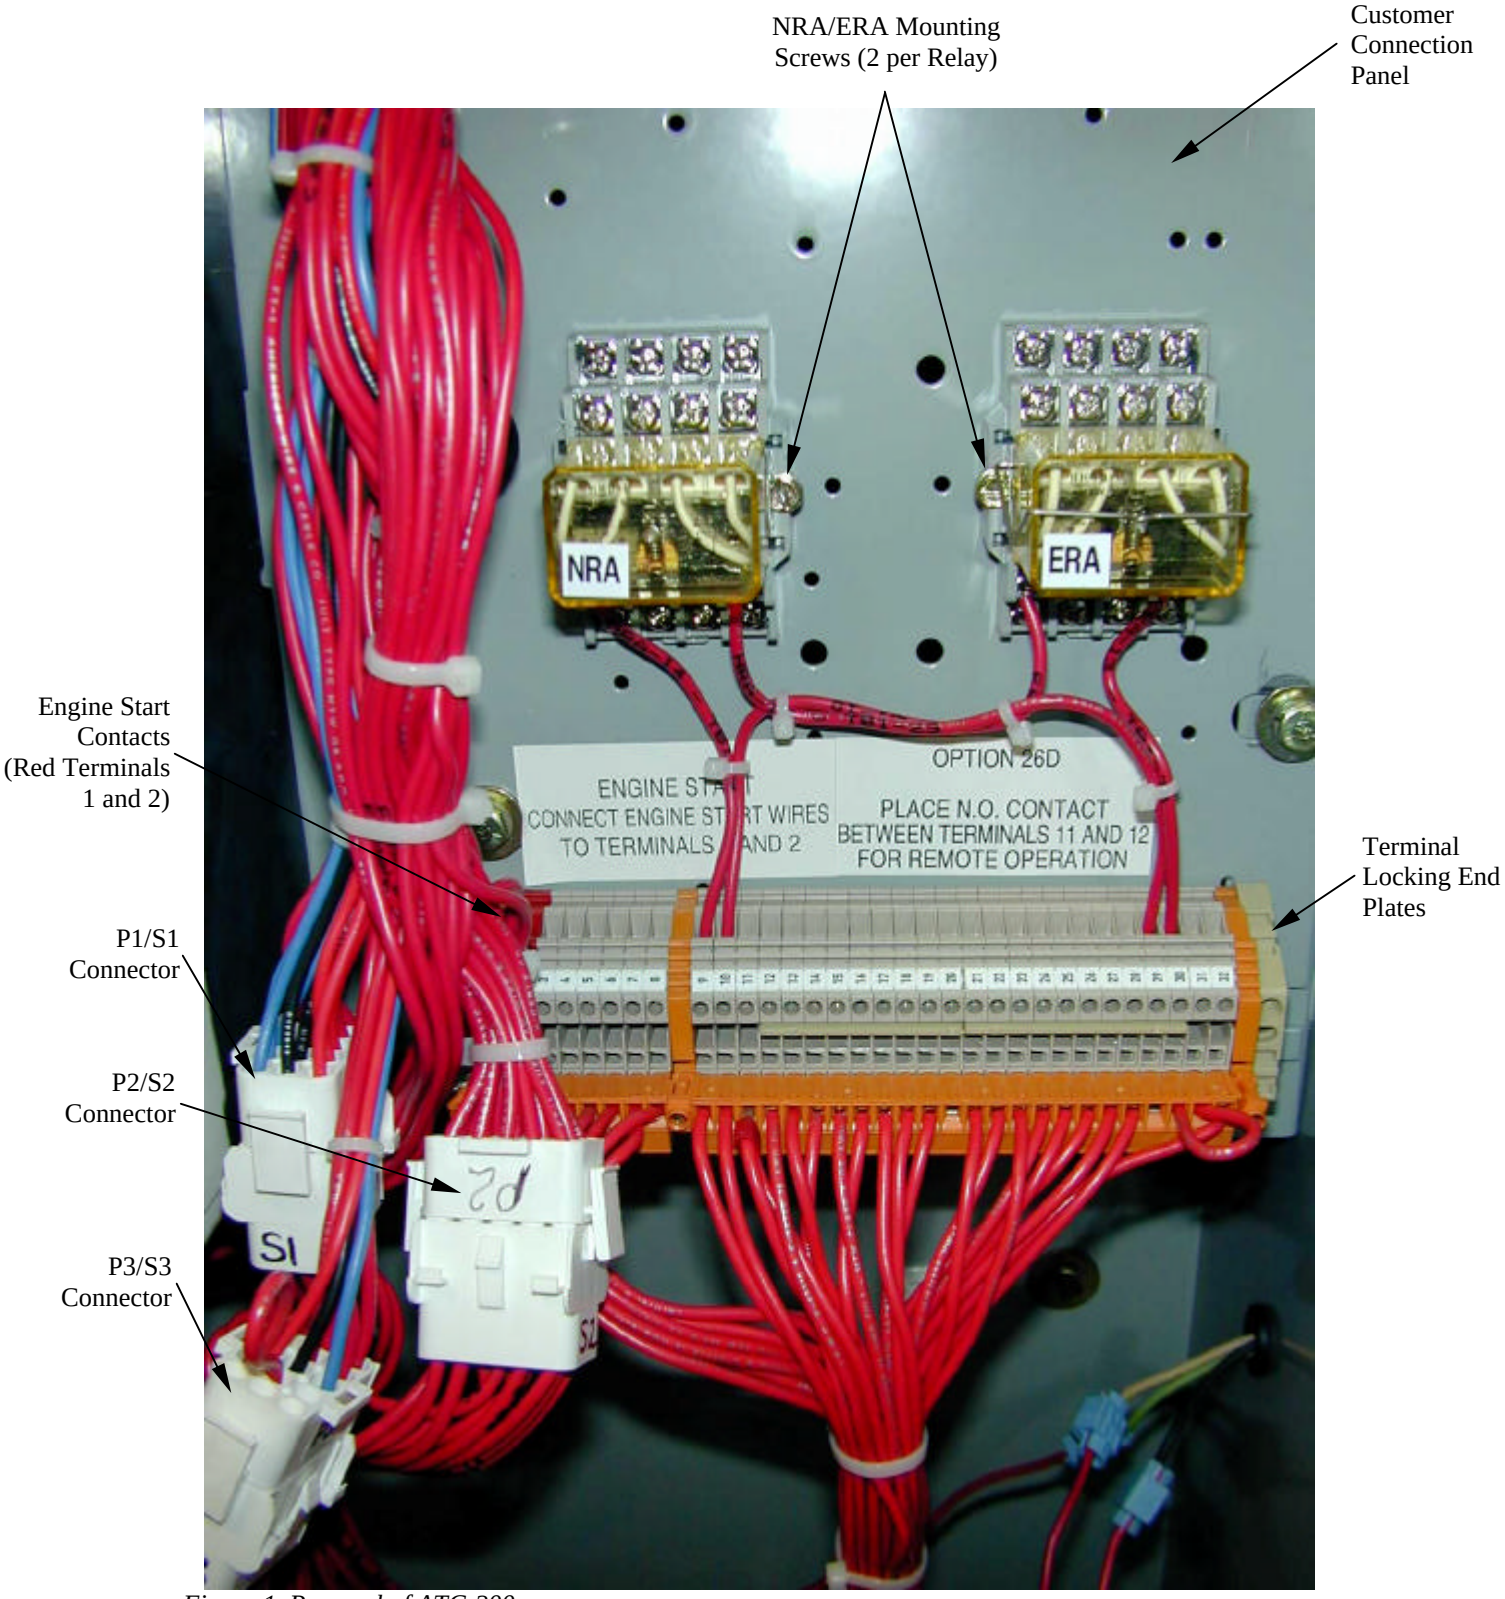

Figure 1, Removal of ATC-200
Step 5: Remove the four-(4) connectors from the back if the ATC-200 controller.
Step 6: Remove six-(6) Torx screws from the front of the ATC-200. Support the ATC-200 when removing the screws so the controller doesn’t fall. Discard the ANSI gray trim ring that was on the outside of the enclosure on the front of the ATC-200 controller. It will not be reused.
Step 9: Remove four-(4) screws from the NRA and ERA relay bases and remove relays (Figure 1). Call the factory if these relays are being utilized.
Step 10: Loosen and remove the Terminal Block locking End Plates (Figure 1).